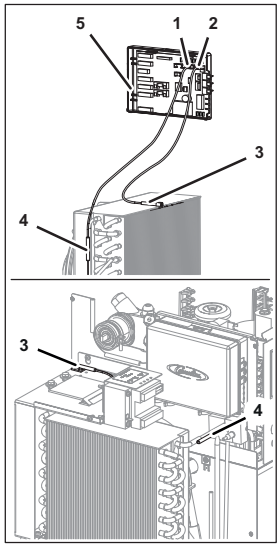

Fig. 35
1. Disconnect the plug (Fig. 35/1) of the ambient temperature probe (Fig. 35/3) or the plug (Fig. 35/2) of the hot gas sensor (Fig. 35/4) from control system 1 (Fig. 35/5).
3. Remove the insulation from the hot gas sensor (Fig. 35/4).
4. Carefully pull the ambient temperature probe (Fig. 35/3) or the hot gas sensor (Fig. 35/4) out of the unit, along with the electrical cable.
5. Install the new ambient temperature probe (Fig. 35/3) or the new hot gas sensor (Fig. 35/4) within the unit, along with the electrical cable.
6. Attach the insulation to the hot gas sensor (Fig. 35/4).
7. Attach the ambient temperature probe (Fig. 35/3) or the hot gas sensor (Fig. 35/4) using cable ties.
8. Connect the plug (Fig. 35/1) of the ambient temperature probe (Fig. 35/3) or the plug (Fig. 35/2) of the hot gas sensor (Fig. 35/4) to control system 1 (Fig. 35/5).